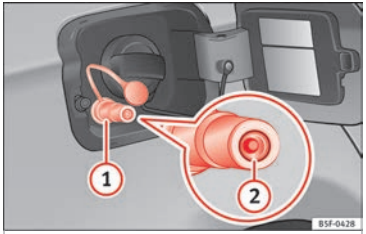

Fig. 233 Tapa del depósito abierta: boca de carga de gas (1), retén de la boca de carga (2).
- Destape la boca de carga de gas ››› **fig. 233 (1)**.